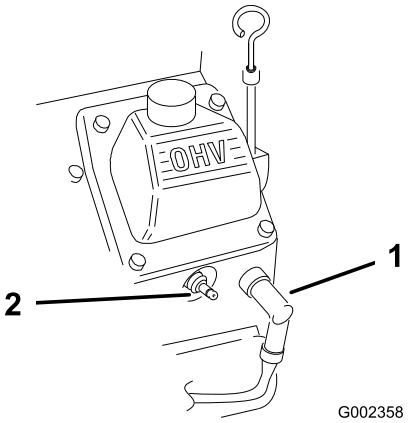

Figuur 25
2. Maak de bougiekabels los van de bougies (Figuur 25).